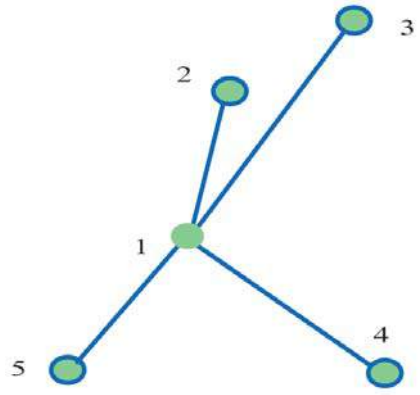

Figura 5 Exemplo de configuração com 5 marcas fiduciais
O uso de 3 ou mais marcas fiduciais melhora significativamente a precisão do alvo. Recomenda-se colocar de 4 a 6 marcas fiduciais. Um exemplo de configuração de marcas fiduciais é mostrado em Figura 5 na página 5-19.
- Colocação muito próxima das marcas fiduciais (distância menor do que 2,0 cm). Por exemplo, as marcas fiduciais 1 e 2 na Figura 5 na página 5-19.
- O ângulo entre qualquer grupo de 3 marcas fiduciais é menor do que 15 graus. Por exemplo, o ângulo entre as marcas fiduciais 2, 1 e 3 indicadas na Figura 5 na página 5-19.